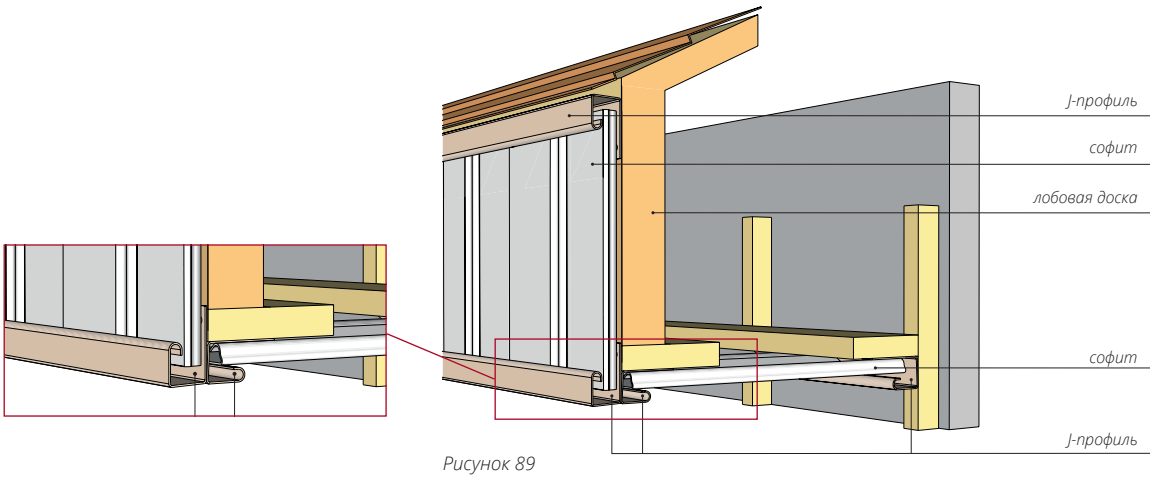

*Рисунок 89*
**20.3** Наружный угол, описанный в п.20.2, можно заменить совмещенными между собой двумя J-профилями (рис. 89).